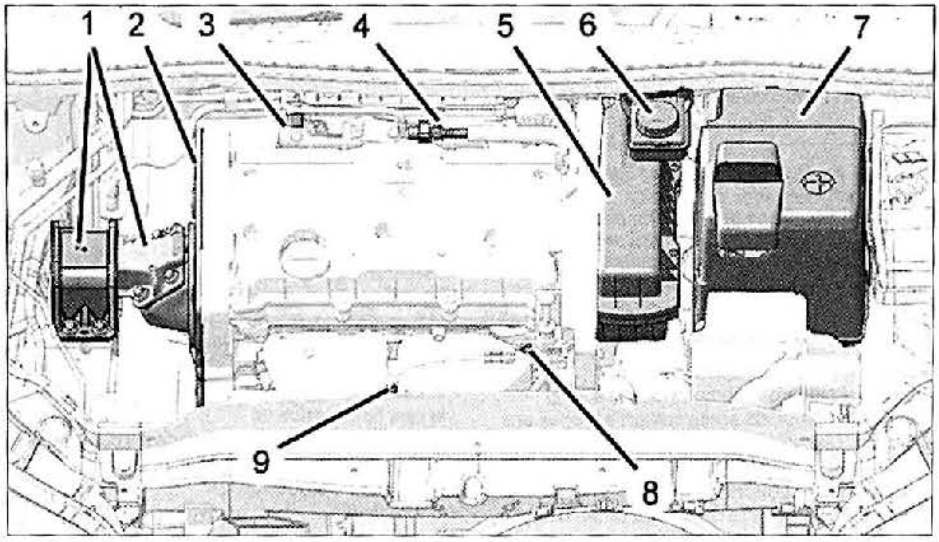

FIG. 24
• Separar el depósito de líquido de freno (6) **(Fig.24)**.
- la tapa batería (7)
- la caja filtro de aire (5)
- el racor engatillable (3) de llegada del combustible
- el soporte motor derecho (1)
- el cárter de distribución (2)
- el tornillo (8)